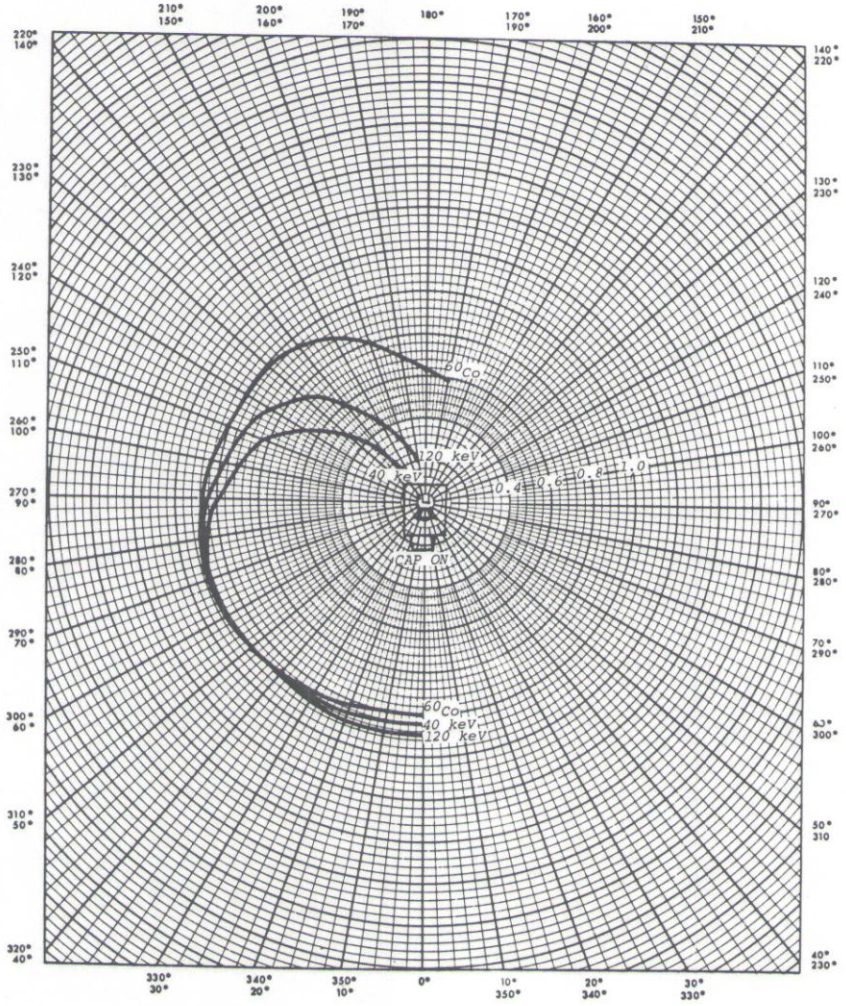

Figure 5. Relative Angular Response
4.3 Directional Dependence - The shape, wall material, center electrode design, and position of the ion chamber in the Model 471 results in an instrument response relatively independent of the direction of the incident radiation. Figure 5 gives the relative angular response of the Model 471 with the equilibrium cap on at 1.3 MeV (^{60}Co), 120 keV, and 40 keV effective.